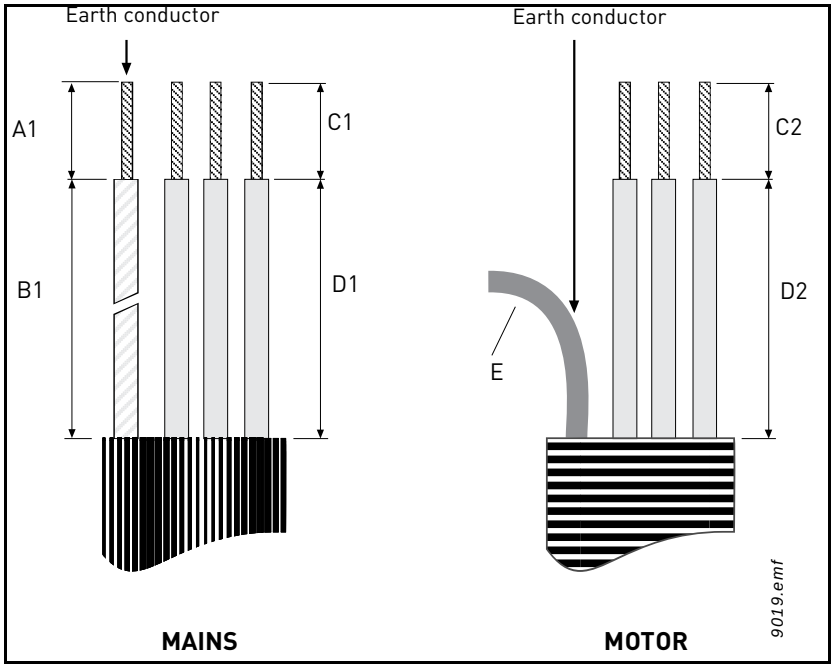
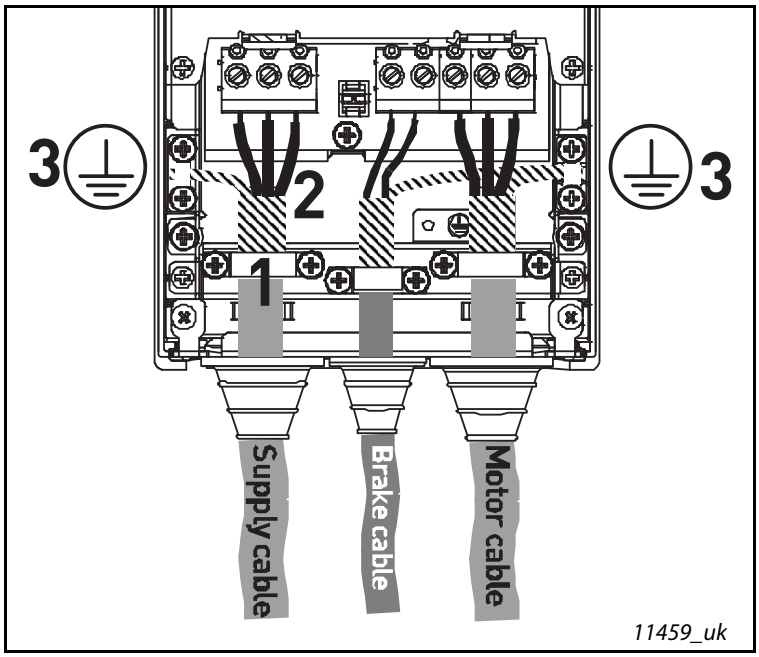

Figure 17. Stripping of cables
Figure 24.
7	Connect the stripped cables (see Figure 17 and Table 10) as shown in Figure 24. • Expose the shield of all three cables in order to make a 360-degree connection with the cable clamp (1). • Connect the (phase) conductors of the supply, brake and motor cables into their respective terminals (2). • Form the rest of the cable shield of all three cables into “pigtails” and make a grounding connection with a clamp as shown in Figure 24 (3). Make the pigtails **just long enough** to reach and be fixed to the terminal - not longer.